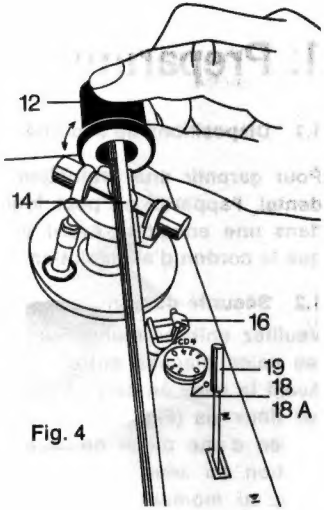

Fig. 4
1.5.2 Balance (Fig. 4)
Falls sich der Aufsetzmechanismus des Tonarmes während des Transports eingeschaltet haben sollte, würde dieser das Ausbalancieren verhindern. Um sicherzustellen, daß er ausgeschaltet ist, drehen Sie bitte den Plattenteller um 5 volle Umdrehungen im Uhrzeigersinn. Dann ziehen Sie die Plastik-Schutzkappe am Abtastsystem vorsichtig nach unten ab. Der Hebel des Tonarmliftes (Fig. 4—19) muß in Stellung ⧗ stehen (Tonarm abgesenkt in Spielstellung). Stellen Sie den Skalenwert 0 des Antiskatingreglers (Fig. 4 —18) auf die Marke ○ (Fig. 4 —18A). Öffnen Sie die Tonarm-Verriegelung (Fig. 4—16) und führen Sie den Tonarm dicht neben die Tonarmstütze. (Vorsicht, damit die Diamant-Nadel nicht beschädigt wird.) Dann wird das Ausgleichsgewicht (Fig. 4—12) verdreht, bis der Tonarm horizontal ausbalanciert ist (d. h. in jeder Stellung in der Schwebe bleibt).
1.5.2 Balancing (Fig. 4)
Before balancing make sure the tone arm is disengaged, if not, rotate the turntable clockwise five full rotations. To balance the tone arm, carefully remove the protective plastic cap from the cartridge. Switch the cueing lever (Fig. 4—19) to position ⧗ (system lowered into playing position of stylus). Set the anti-skating control (Fig. 4—18) with the zero value (0) to the marking ○ (Fig. 4—18A). Release the tone arm lock (Fig. 4—16) and suspend the arm near the arm rest. Take care to avoid damage to the diamond stylus. Carefully turn the counterbalance until the arm is balanced in a horizontal position.
1.5.2 Equilibrage (Fig. 4)
Au cas où le mécanisme de pose du bras de pick-up se serait enclenché en cours de transport, l'équilibrage ne saurait être réalisé. Afin de s'assurer de la mise hors service du mécanisme, donner à la main, dans le sens horlogique, cinq tours complets au plateau. Enlever, ensuite, avec précautions la coiffe de protection du lecteur en la tirant vers le bas. Amener le levier du lift (Fig. 4—19) en position arrière ⧗ afin de placer le lecteur en position de travail. Tournez le dispositif d'anti-skating (Fig. 4—18) jusqu'à ce que le «0» se trouve en regard du repère «18A». Lâcher le dispositif de verrouillage du bras de pick-up (Fig. 4—16) et amener le bras de pick-up tout contre son support. (Veiller à ne pas endommager l'aiguille en diamant.) Déplacer le contre-poids (Fig. 4—12) jusqu'à ce que le bras soit équilibré horizontalement (c'est-à-dire qu'il flotte quelle que soit sa position).